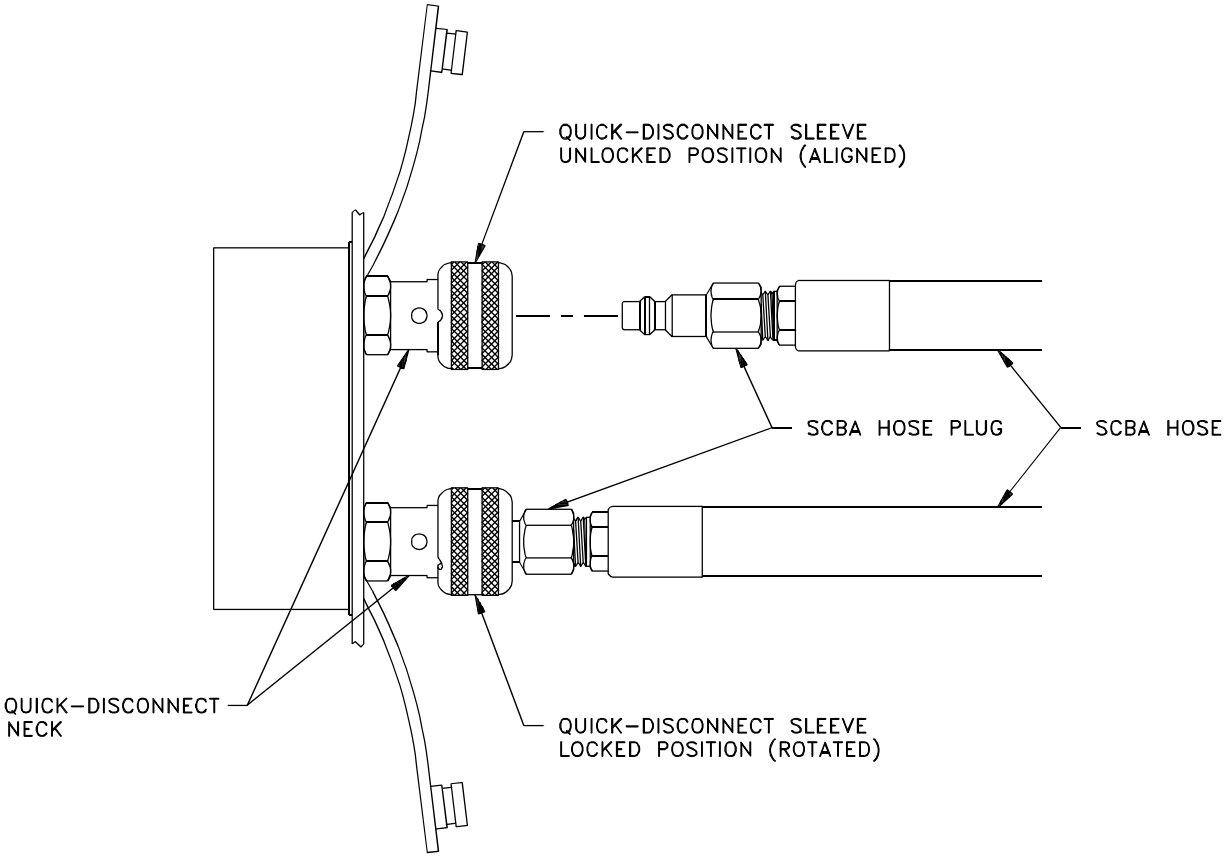

Figure 2-6. Connecting SCBA Hose to PASP Quick Disconnects (QDs)
2. Connect the LP air-supply hose(s) to PASP QD(s) (see Figure 2-6). Up to four SCBA users may be connected (no more than four LP air hoses shall be interconnected).	**CAUTION** Failure to rotate sleeve on PASP QD after connection is made may result in separation of couplings during use. a. Remove protective dust cap from QD(s) on PASP manifold. b. Connect hose end fitting to PASP QD(s). (1) Align recess on female PASP QD sleeve with dimple on QD neck. Slide sleeve toward panel. (2) Insert male plug on SCBA hose into female, PASP QD and release sleeve on QD. (3) Rotate QD sleeve so that recess and dimple are no longer aligned. Gently pull on two sections of couplings to test connection.